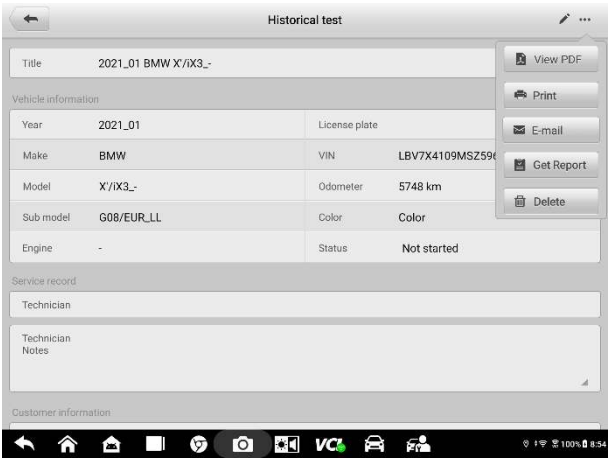

Figure 4-39 *Historical Test Screen*
- In the Historical Test Screen (see Figure 4-39), tap on the **Get Report** button to save reports.